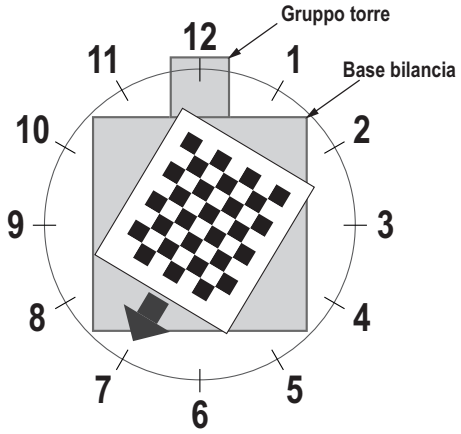

Figura 5-12. Rotazione a ore 7
11. Allineare l'oggetto di calibrazione in modo che i crocini siano centrati. Ruotare l'oggetto di calibrazione in posizione ore 7 con il gruppo torre in posizione ore 12 (Figura 5-12).